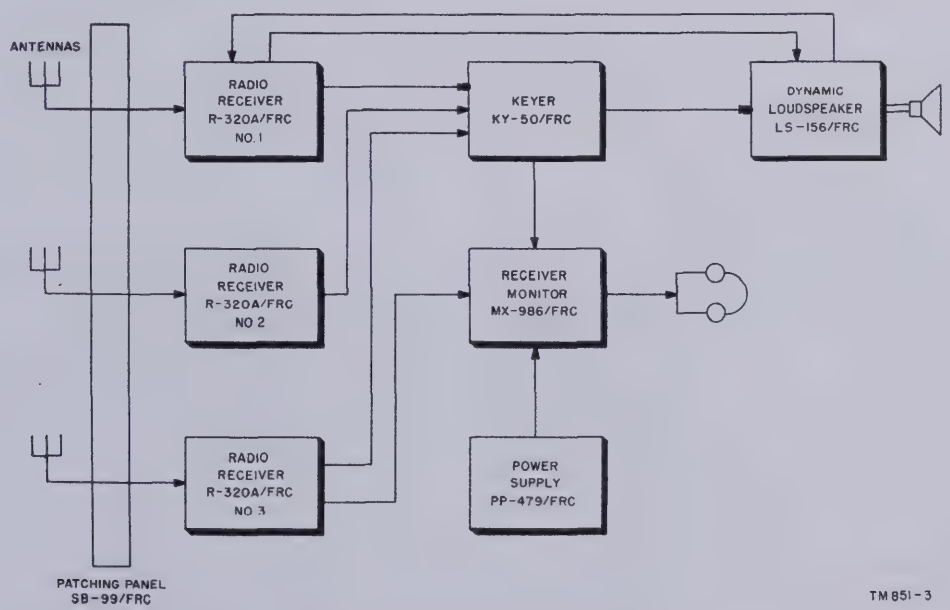

Figure 3. Radio Receiver R–320A/FRC, typical system application, simplified block diagram.
a. A typical fixed field installation employing Radio Receiver R-320A/FRC is shown in figure 3. A signal is received simultaneously on the three antennas and is fed to the receivers, which may be operated as single units or in diversity arrangement, depending on the setting of switches in the keyer. In diversity operation, the receiver having the greatest output is selected automatically to control the keyer output. Diversity output from the keyer is fed through switches in the speaker unit to the audio stages in one of the receivers for amplification before being applied to the speaker. Figure 3 shows the equipment in diversity arrangement using the audio section of receiver No. 1. At any given instant, the output signal of one receiver is dominant and the signals of the other two are suppressed. The signal path is from the dominant receiver to the keyer, from the keyer to the speaker unit, from the speaker unit to receiver No. 1 (as selected by the operator) for audio amplification, and back to the speaker unit for audio output. The selection of the receiver that dominates the diversity action shifts automatically from receiver to receiver as the output signal varies in strength. For simplicity, the receiver monitor is shown in conjunction with receiver No. 3 only. The monitor may, however, be used to monitor any of the three receivers, at any time, without disturbing the operation of the diversity circuit. Keyer output also may be checked at the monitor.